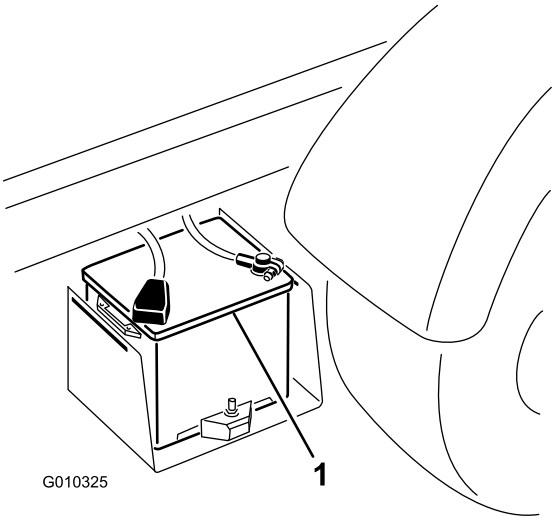

Figur 50
2. Forbind et startkabel mellem pluspolerne på de to batterier (Figur 50). Pluspolen kan identificeres ved tegnet + oven på batteridækslet.